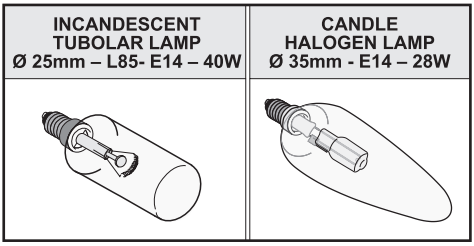

Fig.6B
• Sostituzione delle lampade a incandescenza/alogene (Fig.6B):